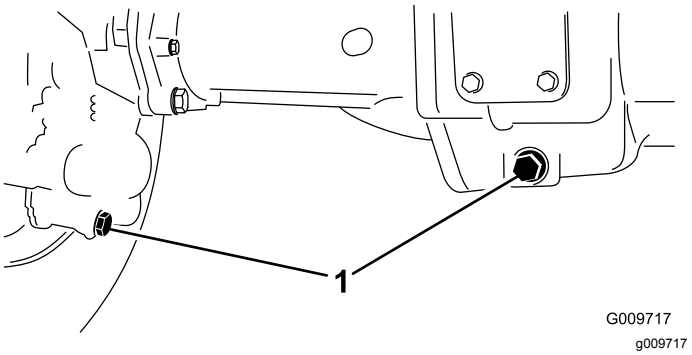

Figuur 75
2. Reinig de omgeving van de drie aftappluggen, 1 aan elke kant en 1 in het midden (Figuur 75).